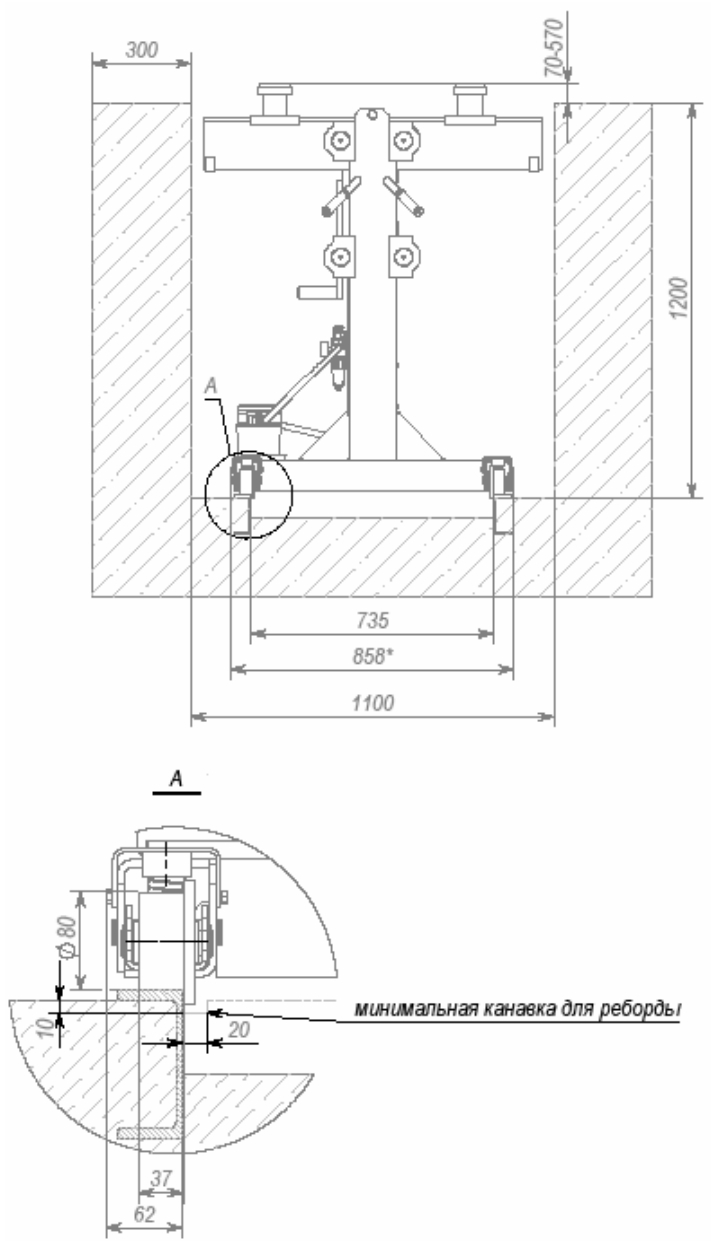

Рис. 2. Монтаж подъемника в канаве
6.1.1. Перед монтажом подъемника рабочая зона должна быть оборудована в соответствии с чертежом приведенным на Рис. 2.